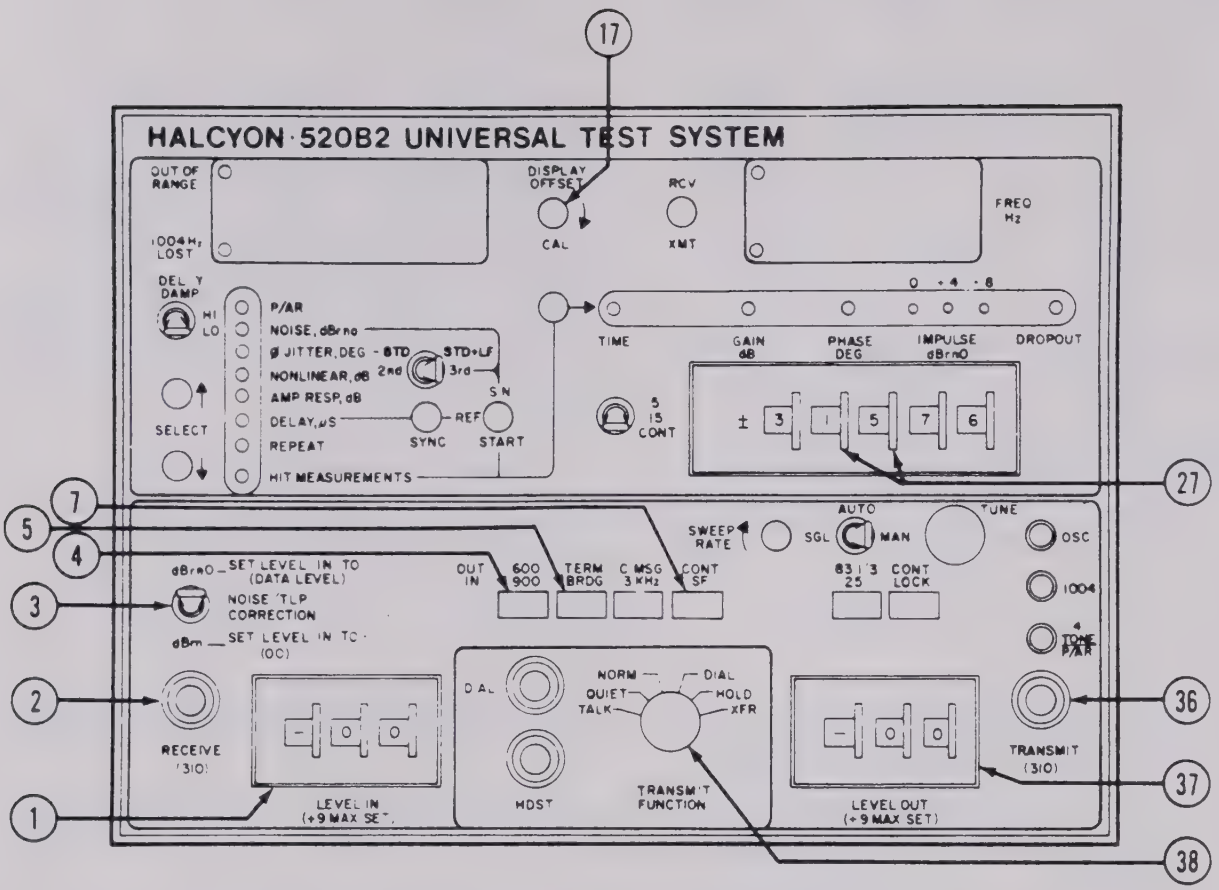

Figure 3-9. Initial Control Settings
b. Initial Control Settings. (See figure 3-9.) Preliminary setup switch selections and control adjustments are as follows:
(1) Place 600/900 switch (4) in either the 600 ohm (out) or 900 ohm (in) position in accordance with the specified impedance of the circuit under test. Most 4-wire circuits are tested using the 600 ohm (out) position; 2-wire subscriber loop facilities are typically tested using the 900 ohm (in) position.
(2) Verify that TERM/BRDG switch (5) is in the TERM (out) position unless a bridging type measurement is to be made with the circuit separately terminated by another test set or device.
(3) Set TRANSMIT FUNCTION switch (38) to NORM.